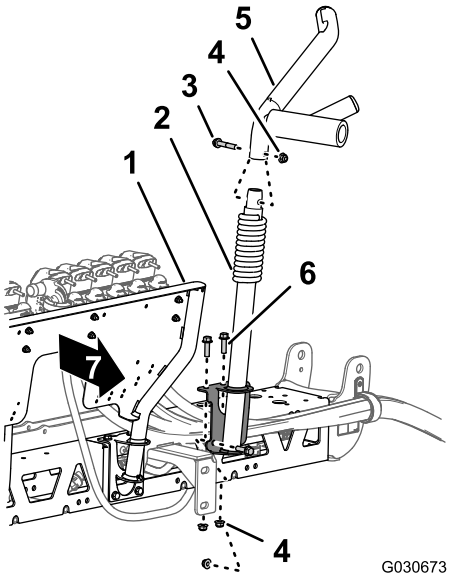

Figur 123
4. Ret hullerne i monteringsbeslaget på den nye nedre, venstre bomholder ind efter hullerne øverst og på de forreste sider (til venstre for manifoldbeslaget) på den nye midterbomsektion (Figur 123).
6. På venstre nederste holder – monter den øverste holder, du fjernede i trin 1 i Afmontering af bomholderen (side 36), på den nederste holder (Figur 123) med flangehovedbolten (3/8 x 2 tommer) og flangemøtrikken (3/8 tomme).